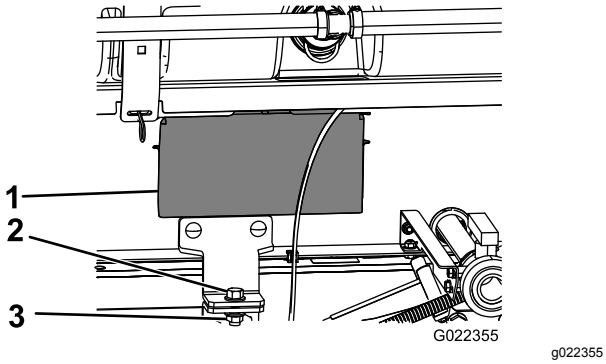

Figur 36
5. Ta bort åtkomstpanelen i båda ändarna av plattformens ram (Figur 36).
8. Fäst låsfästet på tankplattformen mot flakfästet på ramen på maskinens båda sidor med en skruv (½ x 1½ tum) och en låsmutter (½ tum) i enlighet med Figur 36.